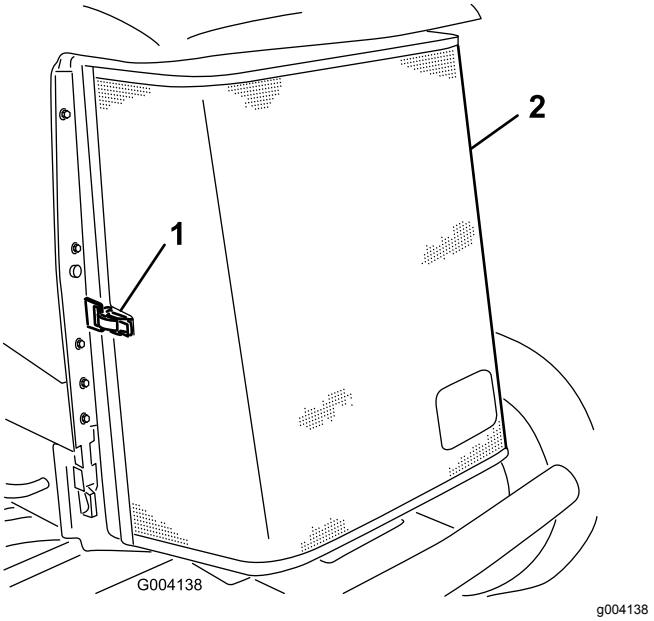

Figuur 62
3. Maak de sluiting los en draai het achterscherm open (Figuur 62).